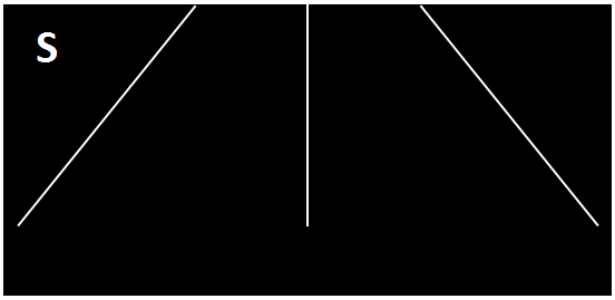

Fig. 4.15 Pre-scan Positioning Mode
The Pre-scan Positioning Mode can help the operator to better position the patient’s bladder for more accurate calculation results. Press the **Scan** button on the Main Unit and hold, the upper left corner of the screen shows the scan icon "S", you can enter the Pre-scan Positioning Mode, as shown in Fig. 4.15 Pre-scan Positioning Mode.
① When the bladder is not found in the scanning area, the circular graph and the indicated area are not displayed as shown in Fig. 4.15. The scanning angle and position should be adjusted at this moment until the bladder is found, that is, the circular graph appears on the screen.
② When the bladder is found in the scanning area, it is displayed as a circular graph. The center of the circle is the center of the bladder and the size of the circular area represents the size of the estimated measured value in real time. The closer the center of the circle is to the center line, the larger the size of the circular area is, and the more accurate the measurement will be.